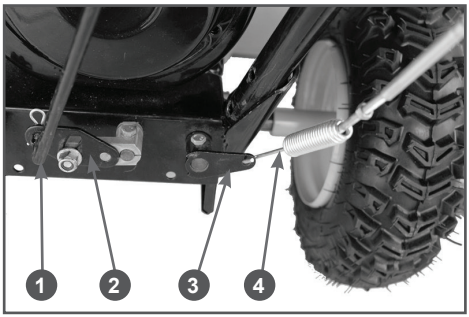

**Рис. 7 Установка тяги переключения передач и троса включения шнеков**
7. Установите тягу 1 от рычага переключения передач в кронштейн 2 оси переключения передач и зафиксируйте ее шплинтом (Рис. 7). Соедините пружину 4 троса включения шнеков с кронштейном 3 оси включения шнеков (Рис. 7).